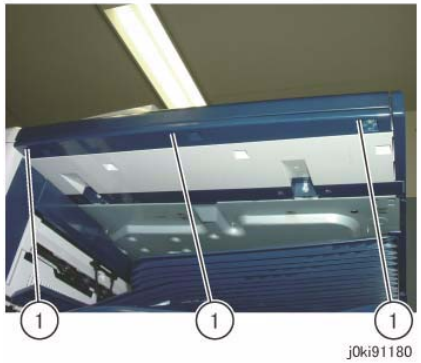

Figure 4 Release the hooks
8. Release the hooks of the Overlay Cover. (Figure 4)